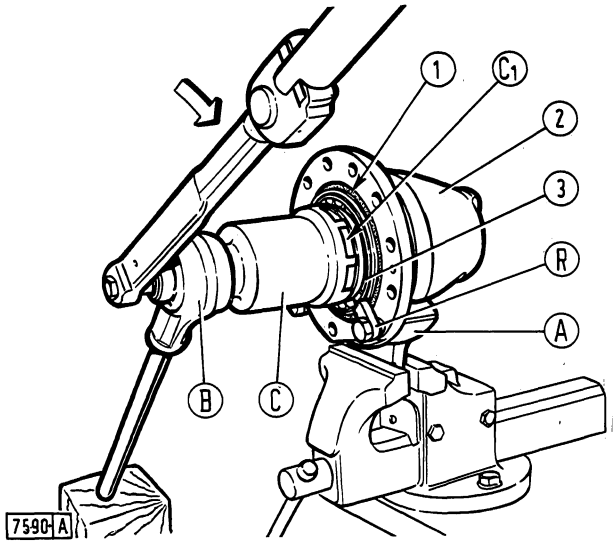

Fig. 9-4 - Removing bevel pinion lock ring.
Clamp holder 75293213 in a vise, accommodate bevel pinion carrier assembly over it fig. 9-4, fit two retainers (R), raise the washer tab and back off lock ring (C1) using wrench 75293210 (C) and multiplier 75291285 (B)
Press the bearing and shaft assembly in bevel pinion carrier and tighten lock ring (C1, fig. 9-4) using holder 75293213, wrench 75293210 and multiplier 75291285